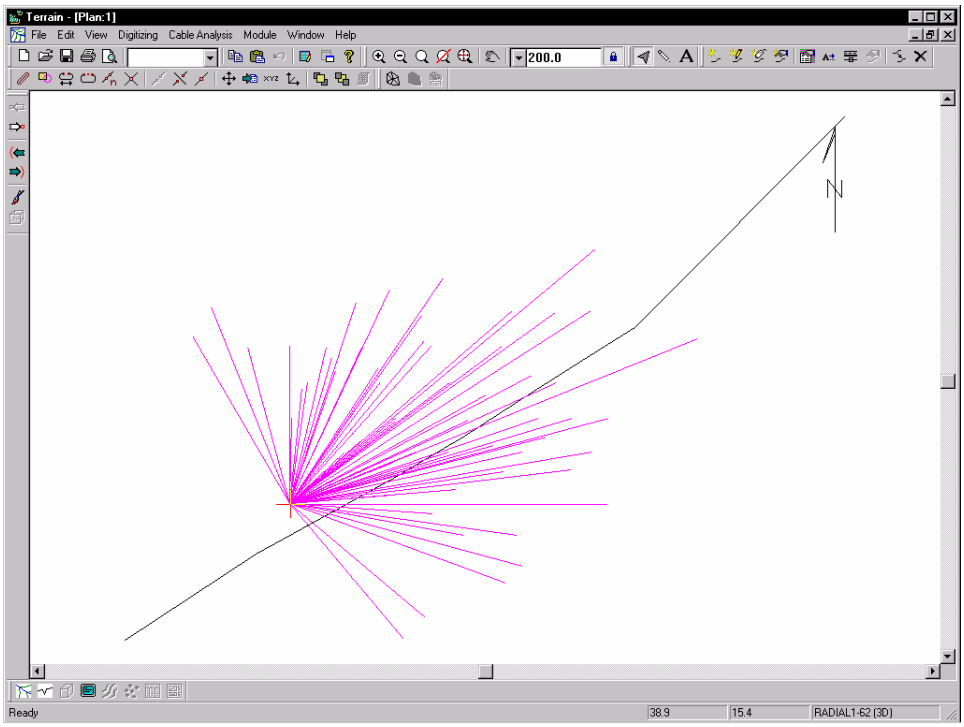

Figure 12.3: Imported Site MAP
4. Press the *Zoom Extents* button. Your *Imported Site Map* should resemble Figure 12.3.